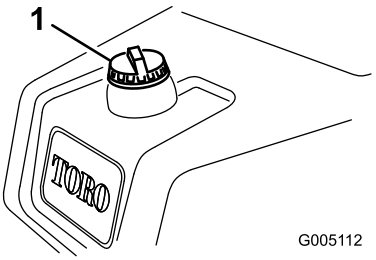

Figuur 29
1. Reinig de omgeving van de tankdop en verwijder deze (Figuur 29).